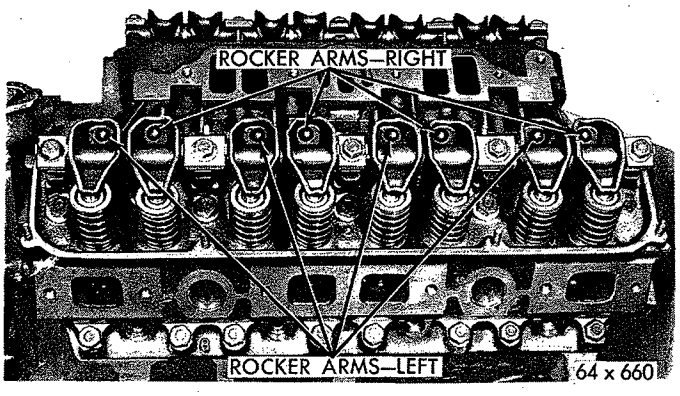

*Fig. 8—Rocker Arm Assemblies Installed*
(1) Remove cylinder head cover and gasket.
(2) Remove rocker shaft bolts and retainers and remove rocker arms and shaft assembly.
(3) If rocker arm assemblies have been disassembled for cleaning, inspection, or replacement, refer to Figure 8 for proper reassembly.
(7) Install rocker arm and shaft assembly starting each push rod into its respective rocker arm socket (Fig. 8) making sure to install the long stamped steel retainers in the number two and four positions.
(8) Place new cylinder head gasket in position and install cylinder head covers. Tighten nuts to 40 inch pounds.
(9) Install exhaust manifolds and tighten nuts to 30 foot-pounds.
(10) Adjust spark plugs to .035 inch gap and install plugs, tighten plugs to 30 foot-pounds.
(11) Install a new tappet chamber cover and tighten end bolts to 9 foot-pounds.
(12) Install intake manifold, carburetor and ignition coil as an assembly and tighten manifold bolts to 50 foot-pounds.
(13) Install distributor cap. Connect the coil wire, heat indicator sending unit wire, accelerator linkage, spark plug cables and insulators.
(14) Install vacuum tube at carburetor and distributor.
(15) Install alternator and drive belts. Tighten alternator bracket bolts to 30 foot-pounds, and alternator mounting nut to 20 foot-pounds.
(16) Install fuel line and carburetor air cleaner.